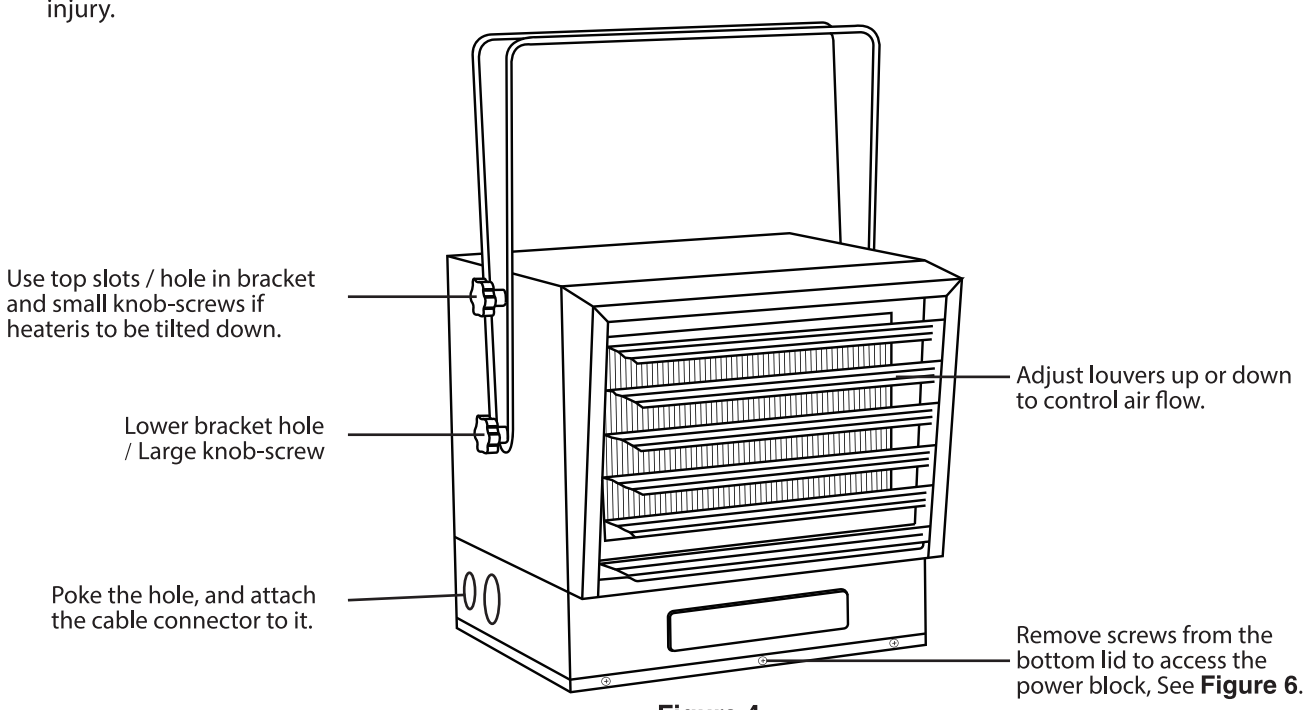

Figure 4
3. Aim the heater horizontally or tilted by aligning the upper bracket holes with the top threaded holes on the heater and secure with the small knob-screws and tighten all (See **Figure 4**).
See **Figure 4**.
1. With the power off at the breaker, remove the screw from the bottom lid to access the power block of the heater (See **Figure 4**).
2. Poke the hole at the side of the heater. Attach the cable connectors to the hole (See **Figure 4**) and slide the wire through the cable connector.